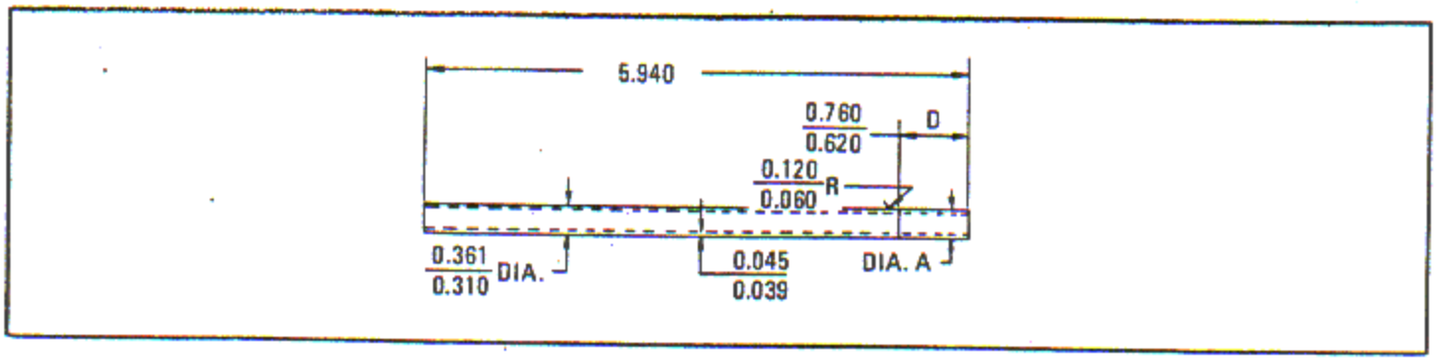

Figure 6-202. Oil Seal Vent Tube Machining Limits
0.000 - 0.002 inch tight fit when assembled. Chrome plate and grind area D to the required diameter listed following step b. For chrome plating procedure, refer to paragraph 6-871. See figure 6-202.